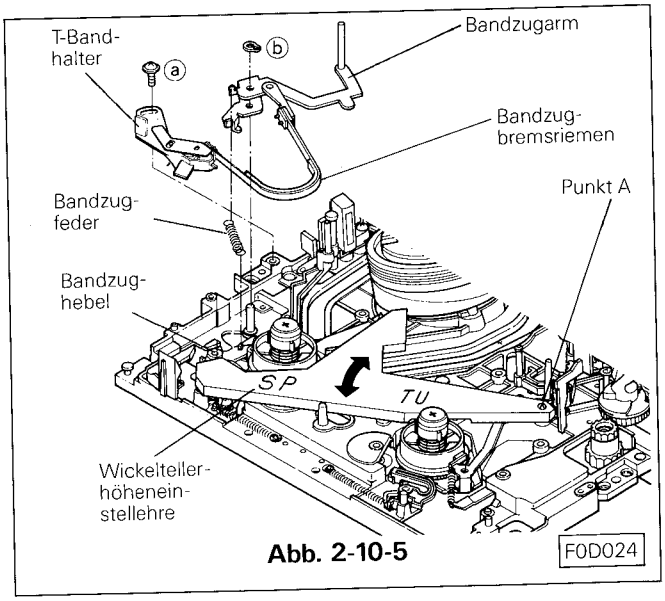

Abb. 2-10-5 F0D024
F. Den Bandzugarm auf die Achse aufsetzen und mit Sicherungsring ⓑ sichern. (Siehe Abb. 2-10-5)
G. Bandzugfeder zwischen Bandzughebel und Bandzugarm einsetzen. (Siehe Abb. 2-10-5)
H. Das T-Band vorsichtig auf das Chassis aufsetzen und den Halter mit Schraube ⓐ leicht befestigen. Beachten Sie, daß das Bremsband frei von Schmutz oder Fett ist. (Siehe Abb. 2-10-5)